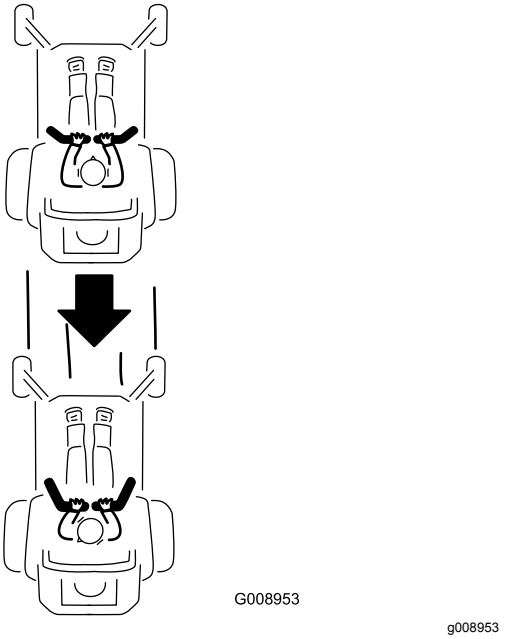

Figur 34
2. Bak ved langsomt at trække bevægelseshåndtagene bagud (Figur 34).